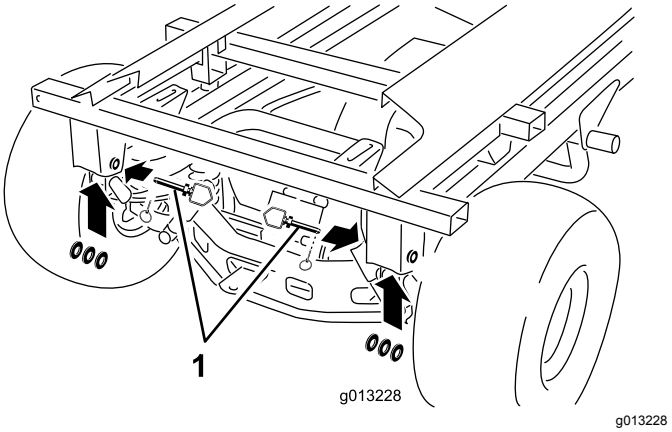

Figur 50
10. Fjern de bageste ringstifter, koblingstapper og spændeskiver (Figur 50).